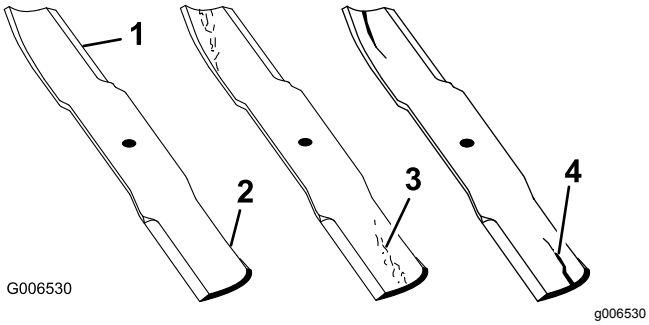

Figur 62
1. Kontrollera eggarna (Figur 62).
4. Montera omedelbart en ny kniv om du upptäcker sprickor, slitage eller spårbildning i detta område (Figur 62).